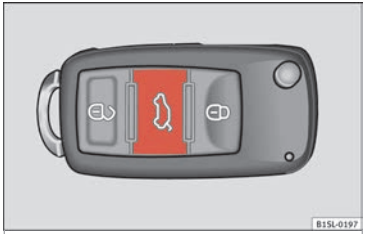

Fig. 106 On the vehicle key: button to unlock and open the boot hatch.
- Press the button on the vehicle key ››› **Fig. 106** for about one second to unlock the boot hatch.